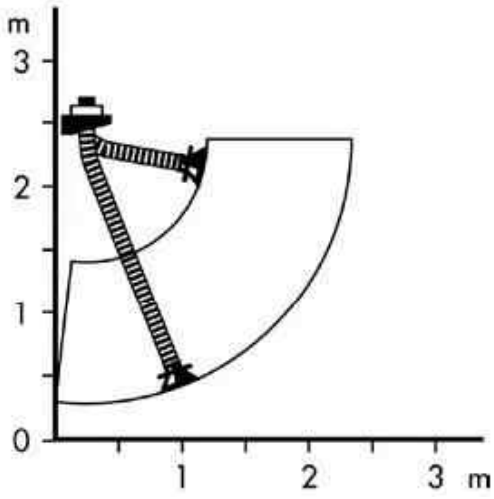

Рис. 4
8.1 Зоны обслуживания устройством LM 2 приведены на Рис.4 .